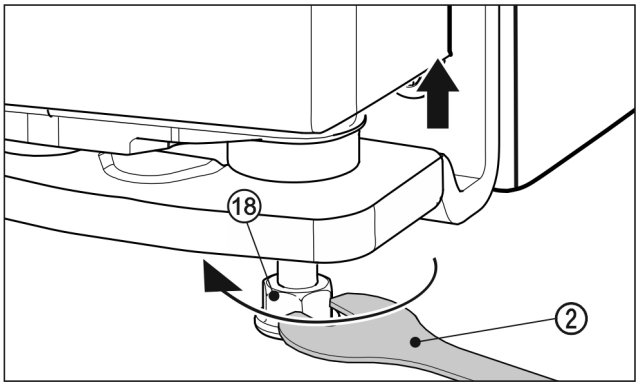

Fig. 26
▶ Zum Anheben der Tür den Stellfuß *Fig. 26 (18)* mit dem beiliegenden Gabelschlüssel *Fig. 26 (2)* rechtsherum bis Kontakt auf Fussboden herausdrehen. Dann weiter drehen bis die Tür in der Höhe verstellt ist. Im Auslieferungszustand ist der Lagerbolzen ganz eingedreht.